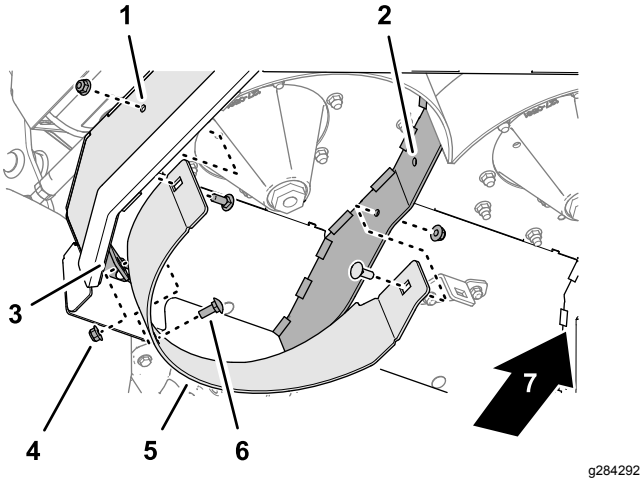

Figure 44
4. At the bottom, right side of the mower deck, remove the 3 carriage bolts (3/8 x 1 inch) and 3 flange locknuts (3/8) that secure the right baffle to the mower deck side plate, the center/right baffle support; and the right divider; and remove the right baffle (Figure 44).